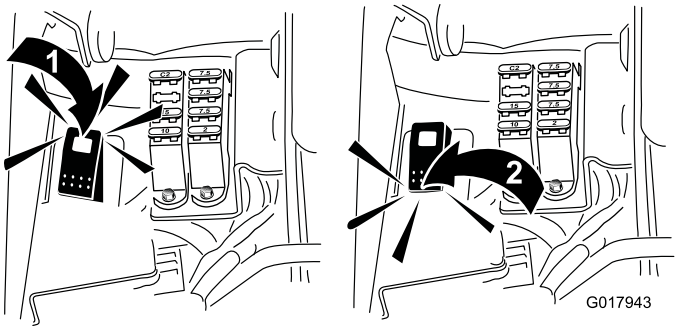

**Figure 51**
5. Amenez la commande de rodage à la position rotation arrière (R) (Figure 51).